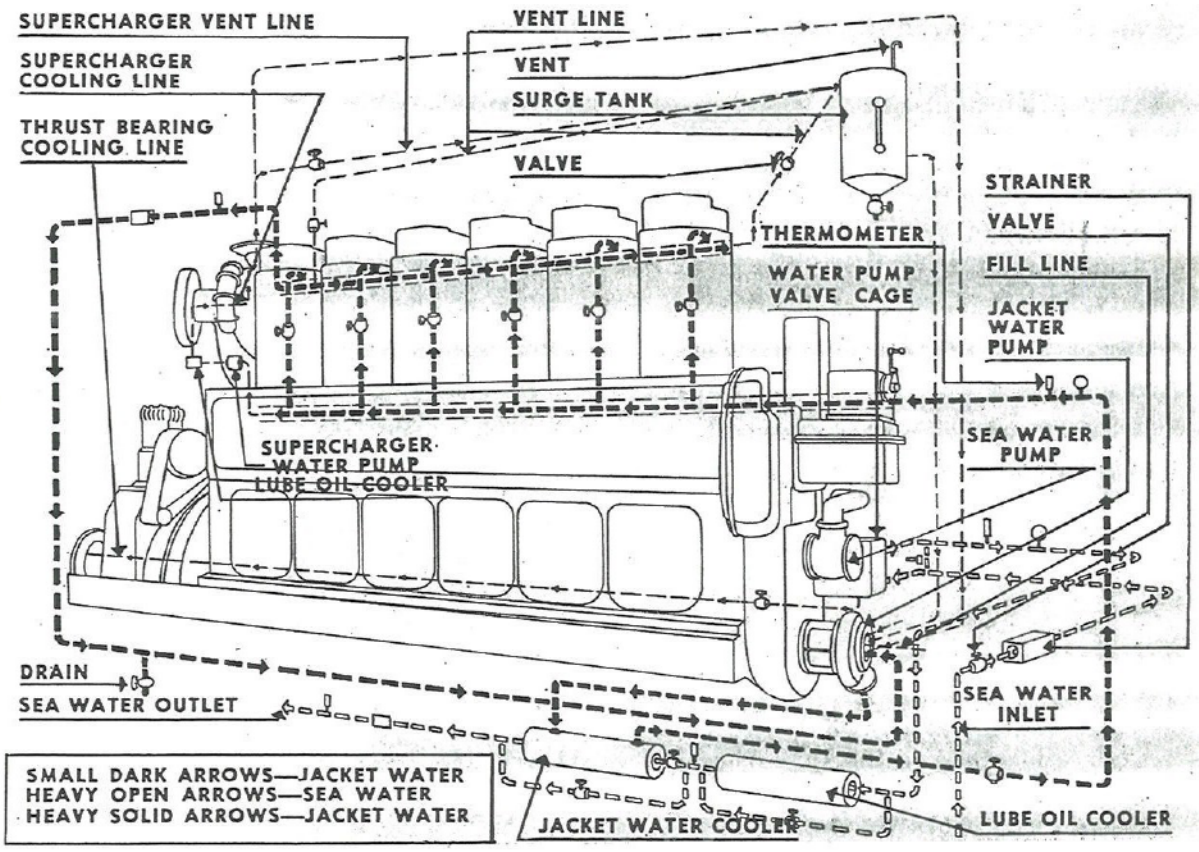
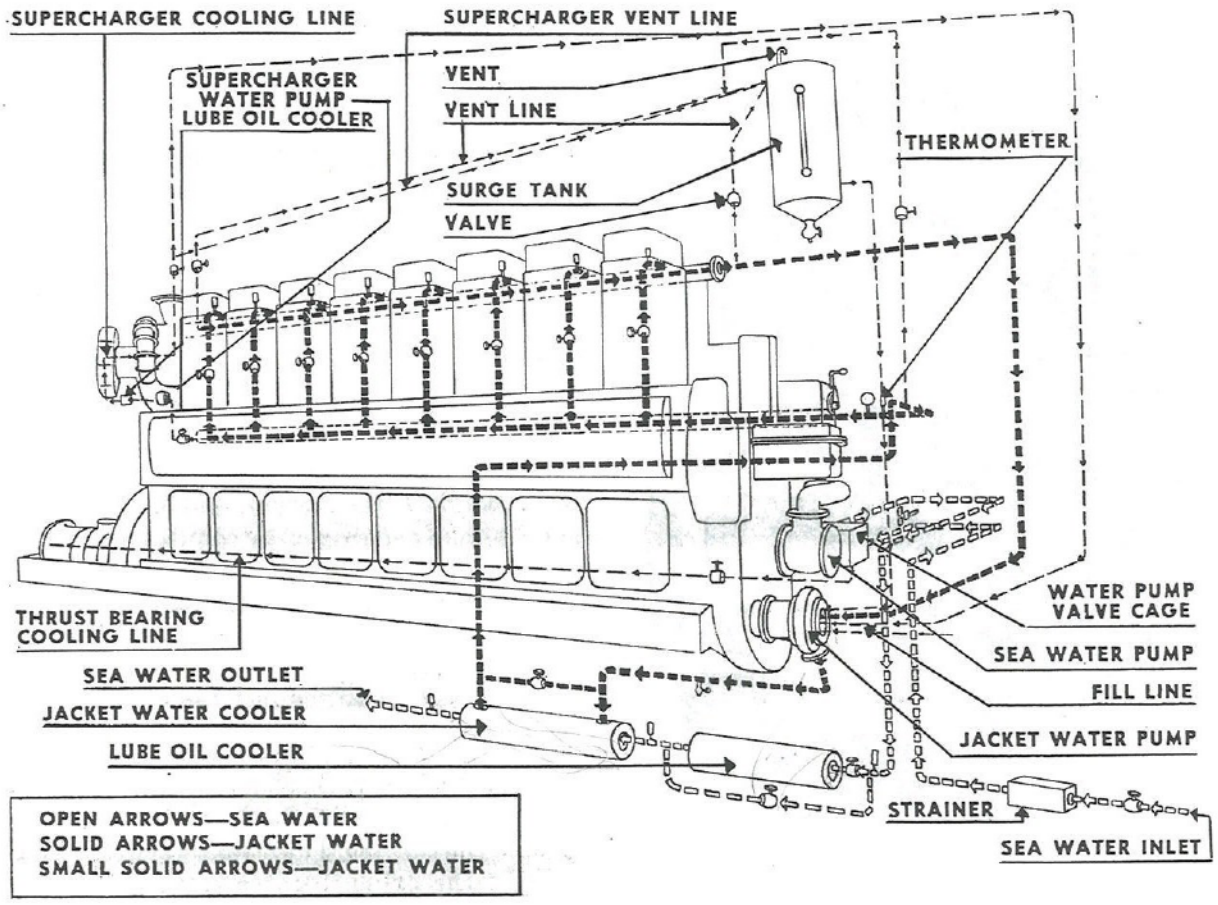
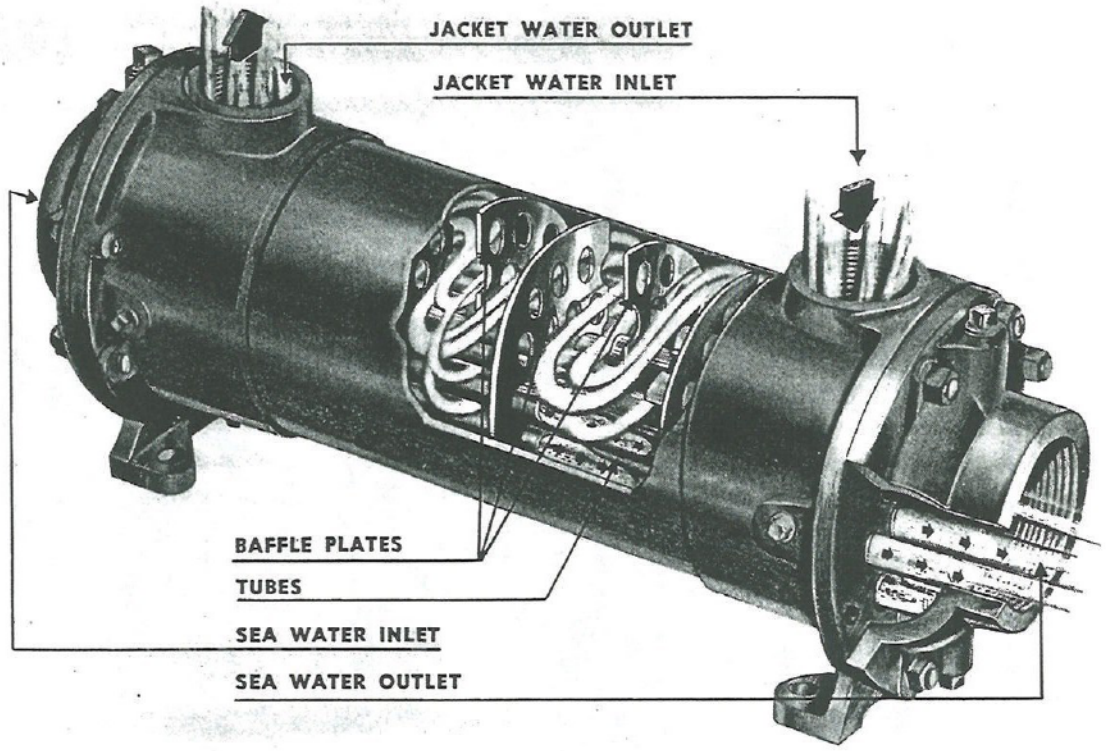
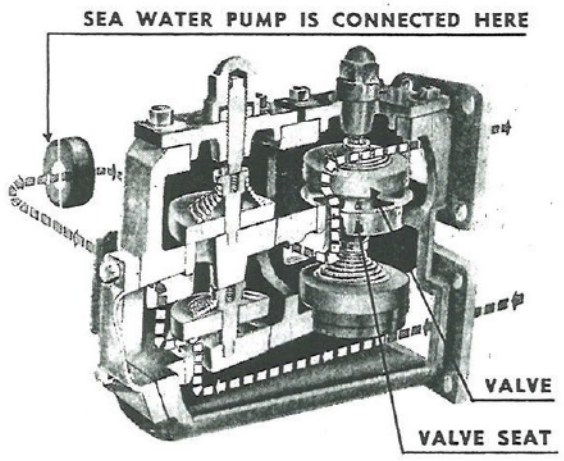

Fig. 22. Cooling of Six-Cylinder Engine
Fig. 25. Cooling of Eight-Cylinder Engine
Fig. 28. Operation of Heat Exchanger
Fig. 31. Sea Water Pump Valve Operation During Ahead Running
29. ENTERPRISE SYSTEM. The cooling system of the six-cylinder engine is shown in Fig. 22. This is a schematic drawing, and the various units are not necessarily located where shown. It will be noticed that the engine uses two water systems, one for raw or sea water and one for fresh or jacket water. The essential units in the cooling system, besides the necessary valves and piping are:
c. The path of the cooling water, or jacket water in the eight-cylinder engine, is shown in Fig. 25.
34. SURGE TANK. In Fig. 22 and Fig. 25, small lines are shown leading up to the surge tank. These small lines are connected into every high point on the engine. They are fitted with valves that are only opened to a very slight degree since a full flow of water into the surge tank is not desired. Up to this point the water circulation through the engine has been under pressure and confined to small spaces. At the same time, it has been heated to a comparatively high temperature. Water, like gas, expands when heated. If this pressure were not relieved, the pipeline or gaskets would be blown out. To overcome this, a small amount of the hot water flows through a ½-inch pipeline into the surge tank. This tank is a simple tank with an inlet and outlet, an air vent, and a sight glass. The overflow of water resulting from the heating of the fresh water in the engine circulation system can be accommodated in this tank. At the bottom of the tank, a pipe-
35. HEAT EXCHANGER. The heat exchanger is shown in both Fig. 22 and Fig. 25. During its circuit, before entering the engine, the jacket water enters the heat exchanger, or jacket water cooler. A cutaway view of this jacket water cooler is shown in Fig. 28. It is similar to the one used to cool the lubrication oil.
As shown in Fig. 22, there is a valve on the jacket water line just above the jacket water cooler. This valve is closed, making it necessary for the water to go through the heat exchanger or cooler. The water from the circulating system enters the intake on the top of the cooler and passes under pressure through this unit into the outlet on top. Then it goes back into the pipeline again. However, on the right end of the cooler, cold raw, or sea water, is forced through the tubing. The jacket water is agitated by the baffle plates so that all the water contacts the cold tubes. In doing so it loses a great part of its heat to them. There is only a limited quantity of jacket water, and after leaving the engine it has no way of heating itself. On the other hand, the supply of cold sea water is inexhaustible. The water which has taken heat away from the engine goes back into the sea, lake, or river where it is quickly dissipated. The jacket water goes back to the inlet side of the centrifugal pump for recirculation through the engine.
b. The raw water pump is of the positive displacement type, composed of a rotor revolving inside a housing. A system of valves is included with this pump to permit operation of the raw water system when the engine is in reverse. These valves are contained in a valve cage connected to the pump, as shown in Figs. 22 and 25. The valve is composed of four discs held in place by the tension of springs, as illustrated in Fig. 31. The arrows indicate the way the water flows. It comes in on the lower right-hand side, goes through the pump which is connected to the rear face of the valve, and then is ejected through the opening at the upper right. Fig. 31 shows the position of the valves when the engine is running in the ahead position. The rotation of the rotor, when turning in this direction, creates a suction which lifts the bottom valve on the lower left side to admit the water to the pump. The water then goes through the pump, and is forced out
37. RAW WATER COURSE. The fresh water in the jacket keeps running through the system over and over again. The raw or sea water is not held inside the ship. In Figs. 22 and 25 the course of the raw water is shown. It enters the pump through the lower connection of the valve cage and is discharged through the upper connection to go through the two heat exchangers. It first passes through the lubrication oil cooler, then through the jacket water cooler, and finally is discharged overboard. After the raw water passes through the heat exchangers its usefulness for these purposes is ended.